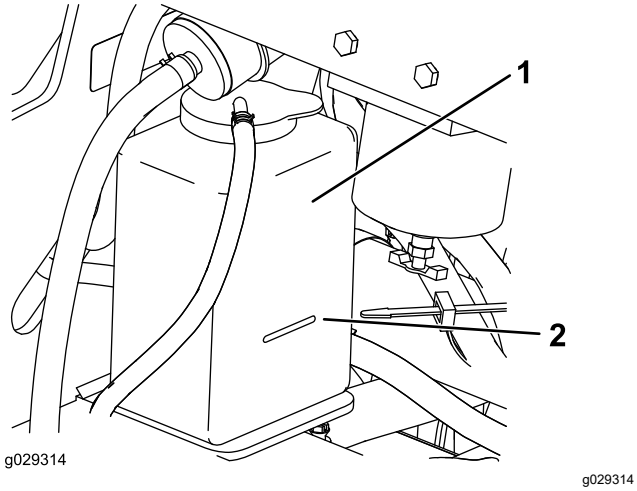

Figura 68
3. Compruebe el nivel de refrigerante del depósito de expansión (Figura 68).